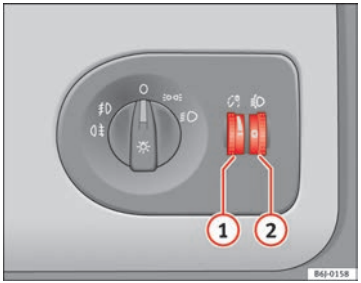

Fig. 58 Dash panel: regulation for instrument and switch lighting and headlight range control
When the headlights are switched on, the brightness of the instruments and switch lighting can be regulated to suit your requirements by turning the thumb wheel ⇒ Fig. 58 (1).